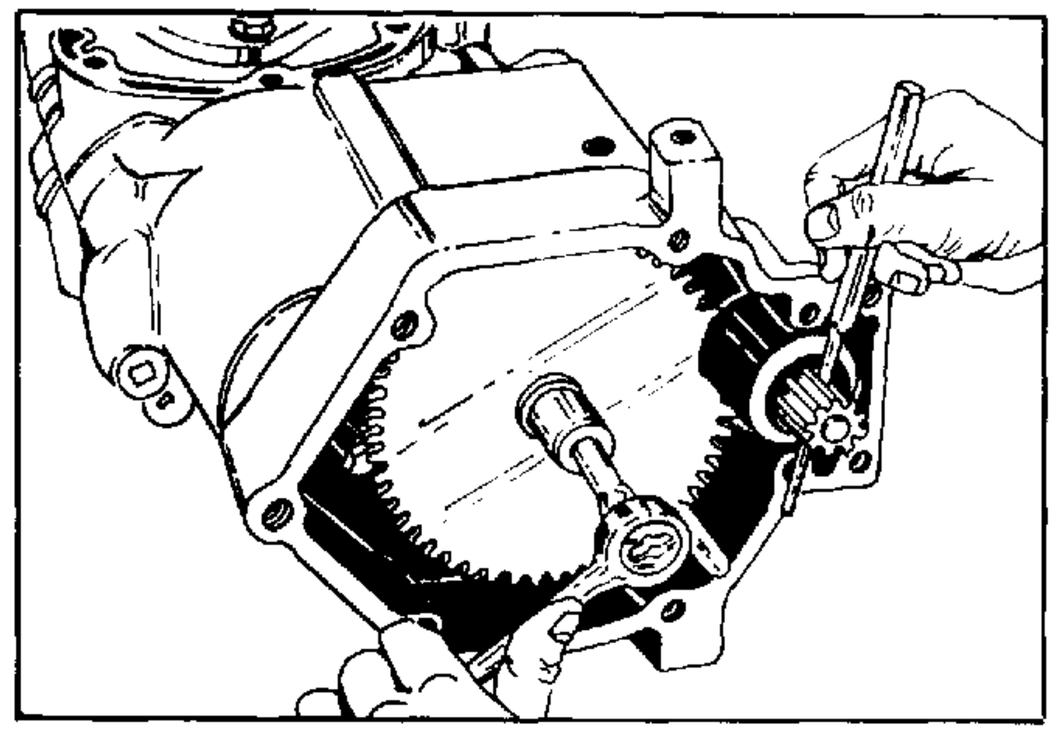

FIGURE 9.
3.11 If the reduction gear is found to be damaged it can be removed without taking out the pinion gear assembly. After taking out the retainer screw, lift gear as far as possible and then tip up on side opposite the pinion. See figures 9 and 10, sect. 2.202. The gear can now be removed and a replacement can be installed.